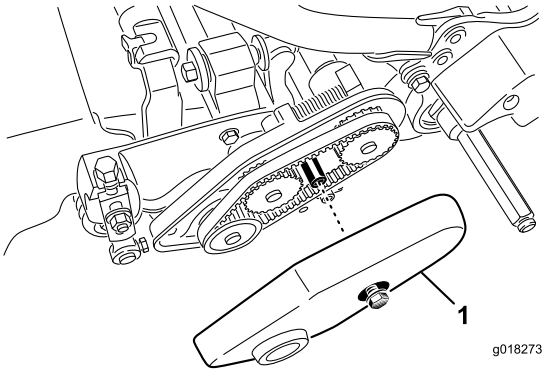

Figur 47
2. Løsn flangebolten, der fastgør remskærmen, og afmonter remskærmen, så remmen kommer til syne (Figur 47).